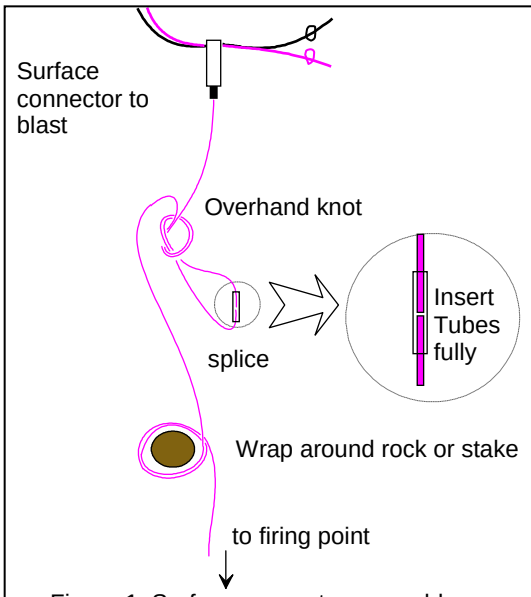

Figure 1: Surface connector assembly
- Lay out the *Exel™ Lead in Line* tube from the initiation point to a safe blast firing point. Do not place any spliced joins under tension during deployment. A simple overhand knot (see figure1) is recommended to keep tension off the splice. Additionally, wrap the signal tube several times around a rock or stake to anchor it whilst deploying. Appropriate special precautions must be taken under wet conditions as *Exel™ Lead in Line* spliced joints cannot be guaranteed as waterproof even when taped.